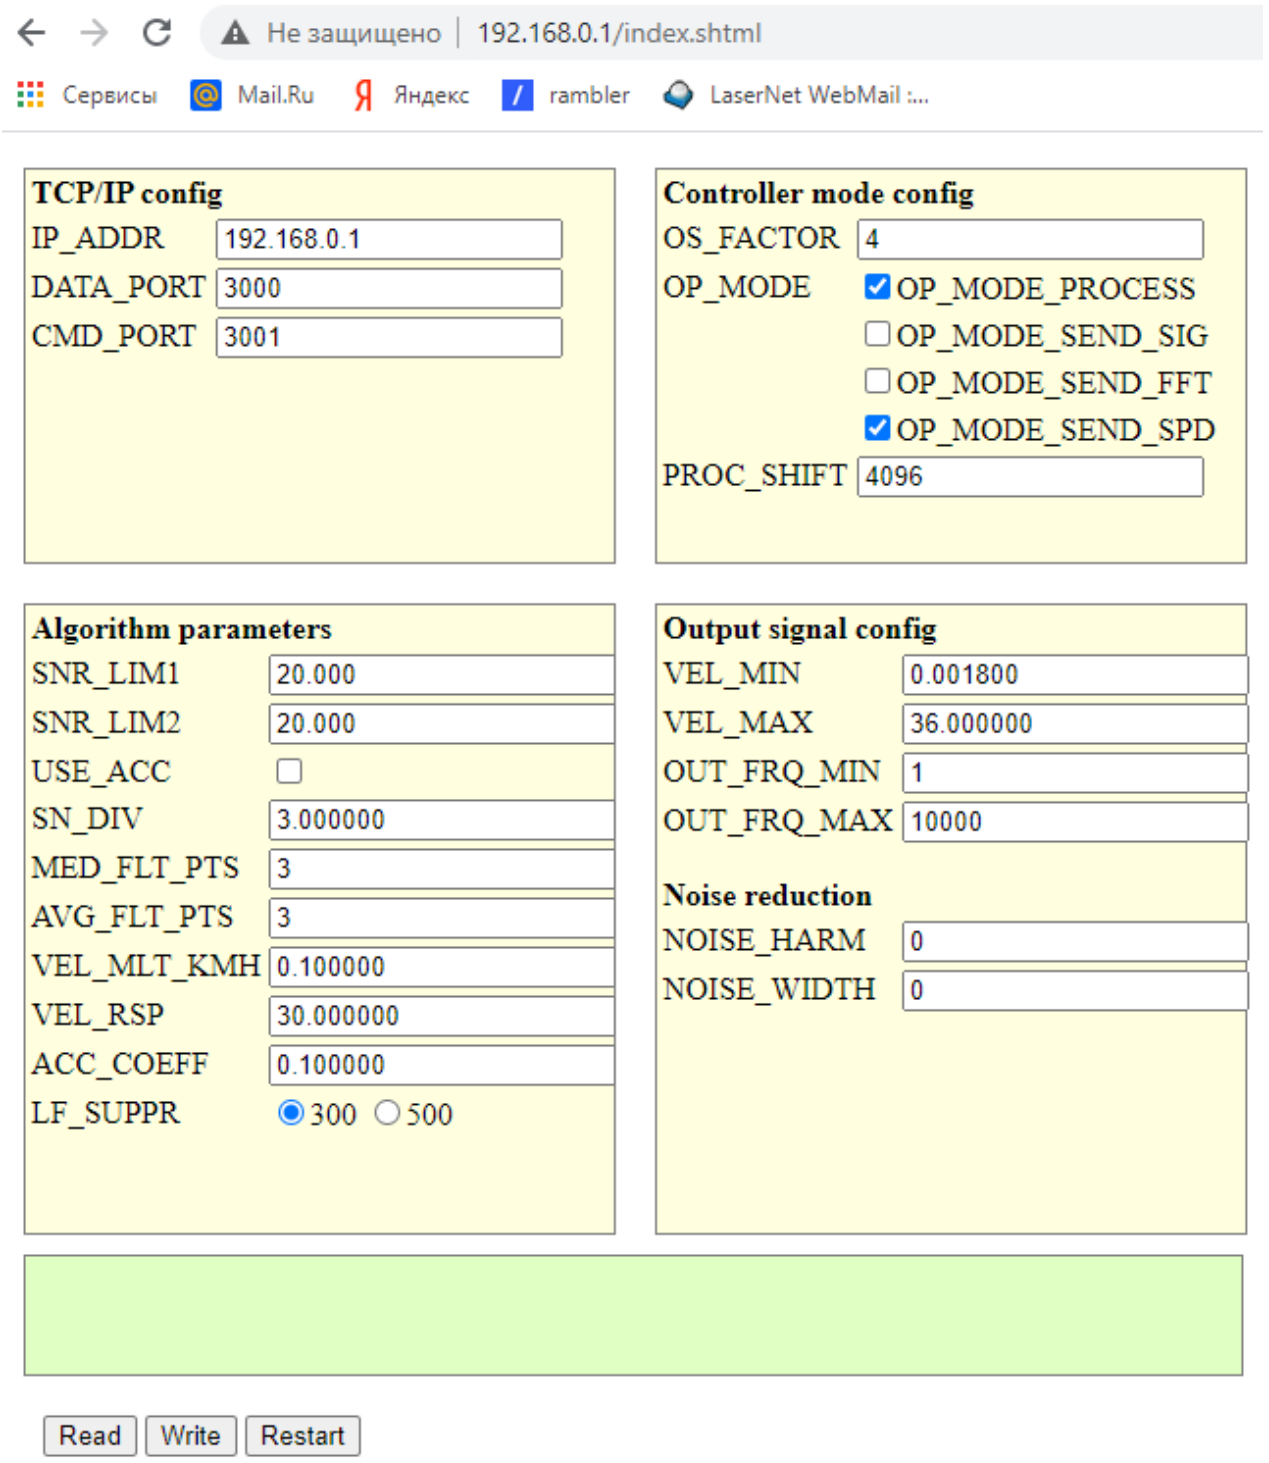

**Рис. 4. Вид окна настроек параметров датчика.**
- Запустите программу. При включении питания Датчик в рабочей моде Data (рис.4.):